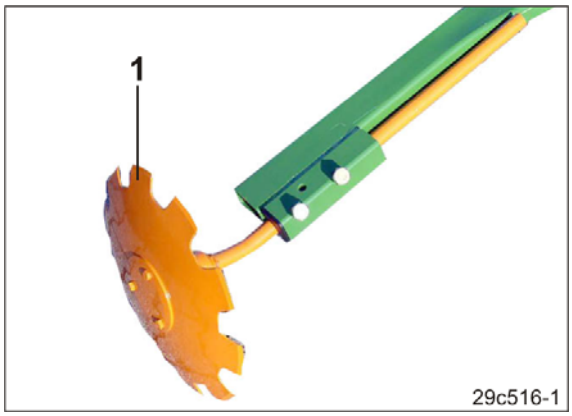

Fig. 119
1. Die Arbeitsintensität der Spuranreißer durch Verdrehen der Spuranreißerscheibe (Fig. 119/1) einstellen.